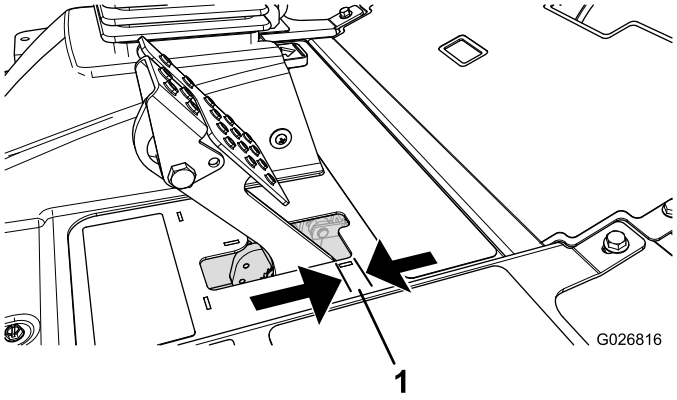

Figur 69
Justera bromsarna om bromspedalen har mer än 25 cm fritt spel (Figur 69) eller om större fasthållningskraft krävs. Det fria spelet är det avstånd bromspedalen förflyttar sig innan bromsmotståndet känns av.
2. Dra åt den bakre muttern så att kabeln förs bakåt tills bromspedalerna har ett spel (Figur 69) på 6,3–1,27 cm innan hjulen låses.